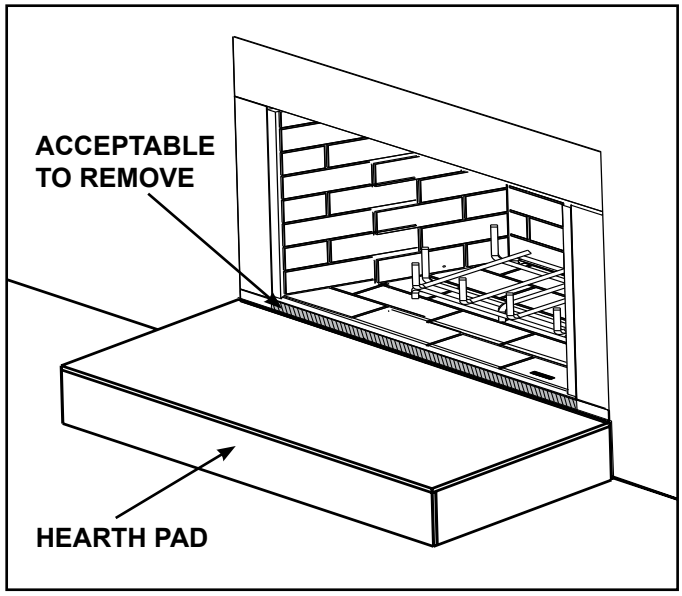

Figure 3.8 Solid Fuel Firebox
- A metal lip protuding above the hearth pad of the solid fuel firebox may be removed. See Figure 3.8.